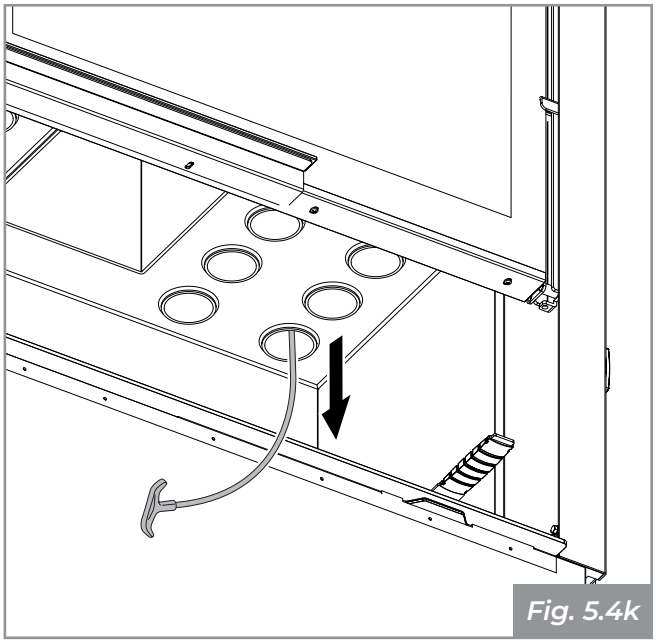

Fig. 5.4k
- Accompagner le turbulateur dans la descente avec l'écouvillon fourni **(Fig. 5.4k)**, en prenant soin de ne pas le faire tomber à l'intérieur de la chambre de combustion ;